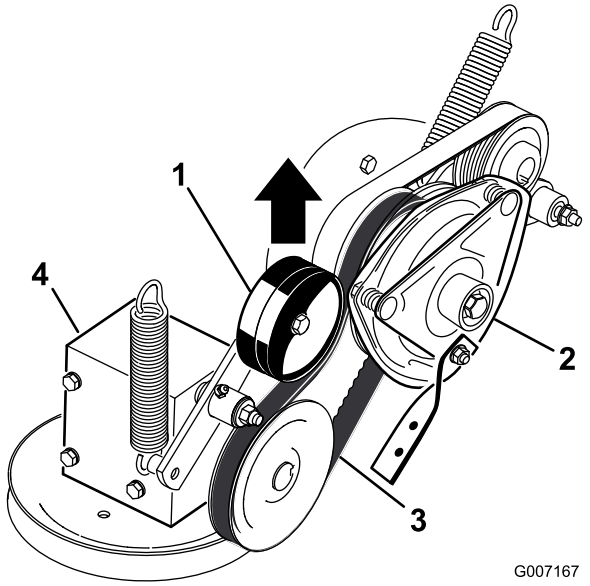

Figur 59
5. Dra upp kraftuttagsdrivremmens fjäderbelastade remskiva och lossa remmen från kopplingsskivan (Figur 59).
17. Dra upp kraftuttagsdrivremmens fjäderbelastade remskiva och montera den på kopplingsskivan (Figur 59).